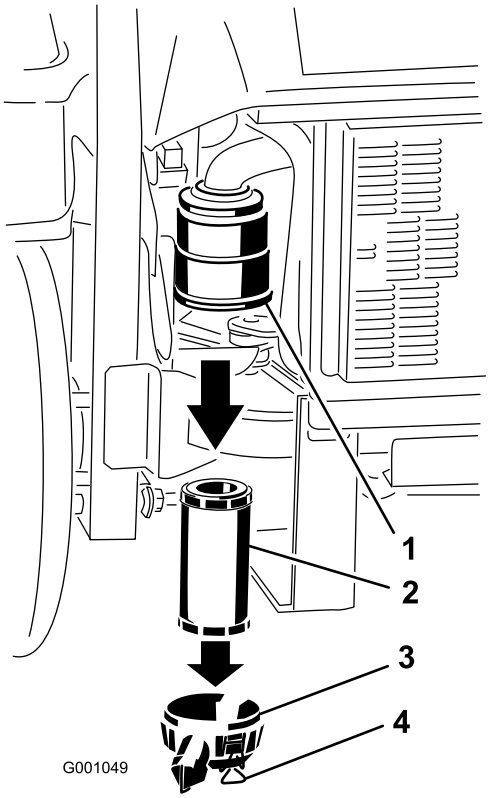

**Figur 37**
3. Åbn låsene på luftfilteret, og træk luftfilterdækslet af luftfilterhuset (Figur 37).
5. Skub forsigtigt filteret ud af luftfilterhuset (Figur 37). Undgå at ramme husets side med filteret.